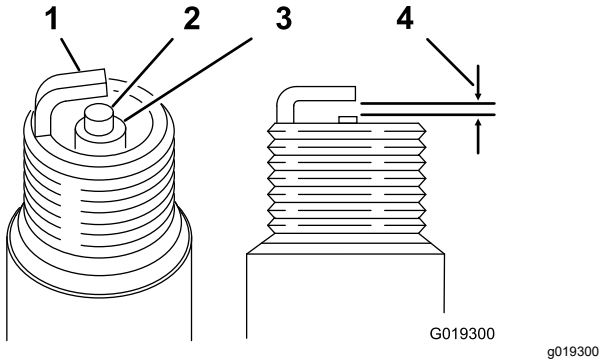

Rysunek 33
Szczelina: 0,7 do 0,8 mm, patrz Rysunek 33
4. Ustaw szczelinę między 0,70 a 0,80 mm, tak jak pokazano na Rysunek 33.